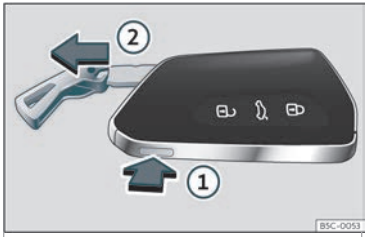

Abb. 71 Fahrzeugschlüssel: Schlüsselbart abziehen.
- Wenn Sie die Taste››› **Abb. 71** ① einmal drücken, wird der Schlüsselbart entriegelt und eine Öse als Schlüsselband angezeigt. »
• Halten Sie die Taste ① gedrückt und ziehen Sie gleichzeitig die Öse in Pfeilrichtung ››› **Abb. 71** ②, um den Schlüsselbart vollständig auszuklappen.